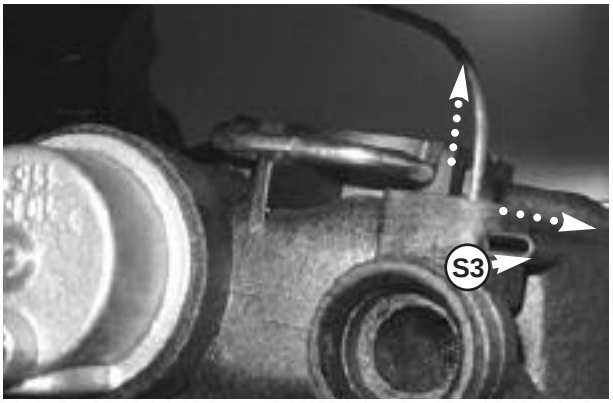

Fig. 95
7. Pull the pump toward you and remove the clip **S3** securing the pressure gauge (see Fig. 95);